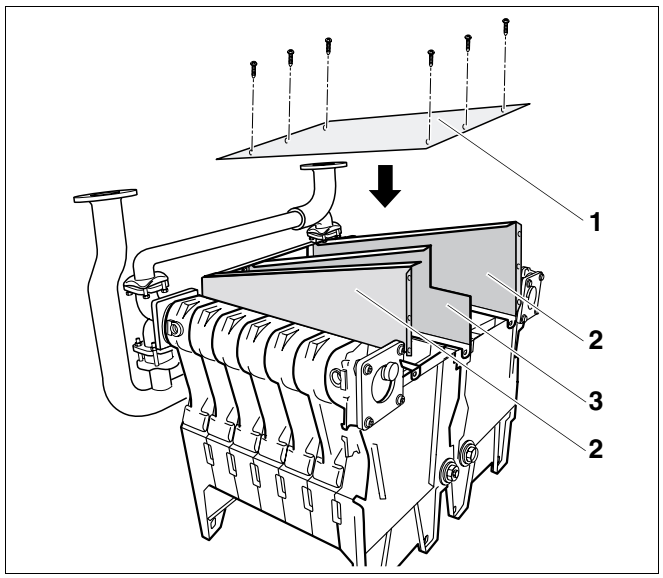

Afb. 38 Reinigingsdeksel monteren
- Breng het reinigingsdeksel (afb. 38, **pos. 1**) aan en schroef het losjes aan de afscheidingswand (afb. 38, **pos. 3**) en de zijwanden (afb. 38, **pos. 2**) met de messingschroeven M6 x 16 en vulringen.